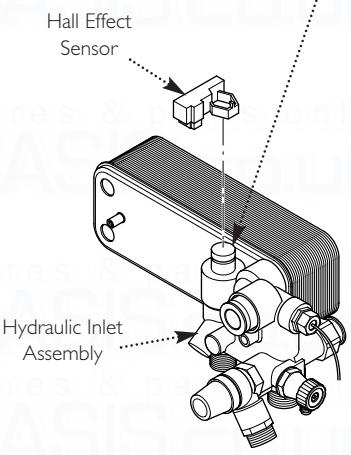

Fig. 79
DHW Filter (Fig. 79)
20. Pull off the Hall Effect sensor. Undo the restricter from the inlet/return manifold (Fig. 79).